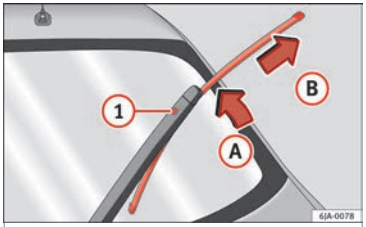

Fig. 137 Rear window wiper blade.
– Lift the rear window wiper arm away from the glass moving the blade slightly in the direction of the arm – arrow (A) ››› Fig. 137.
– Unlock the catch (1) with the other hand and remove the blade in the direction of arrow (B).